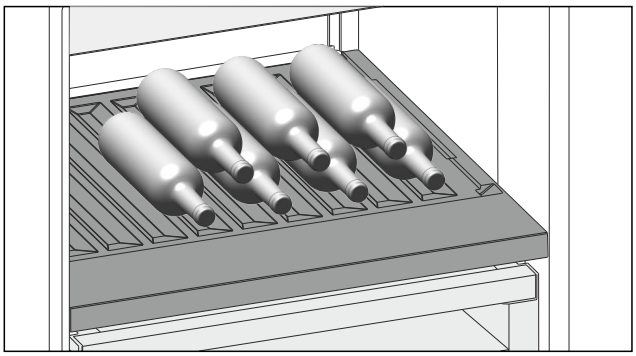

Fig. 171 Reprezentare exemplificatoare
▶ Introduceți sticlele cu fundul în spate, către peretele posterior. (vezi Fig. 171)